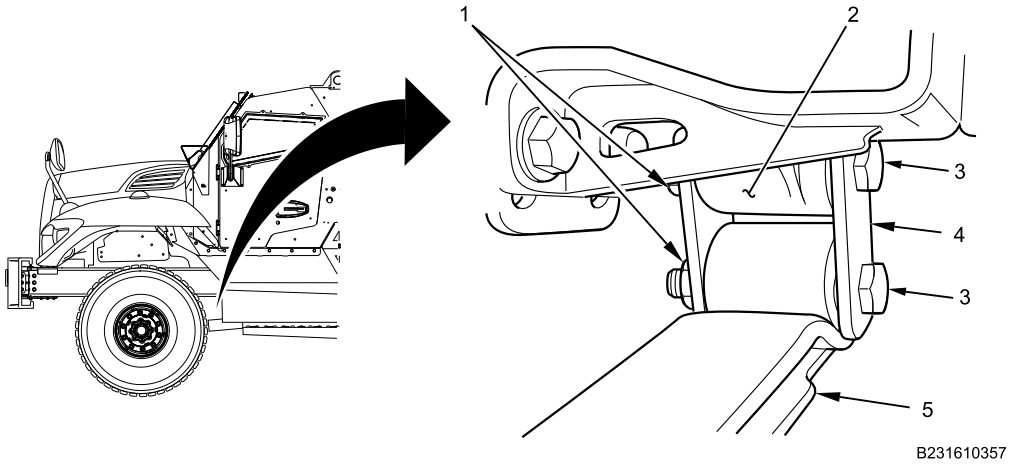

Figure 1. Front Spring Shackle.
1. Loosen front spring rear bracket shackle locknuts (Figure 1, Item 1) and bolts (Figure 1, Item 3).
2. Raise front of vehicle with hydraulic jack to relieve spring tension on shackle bolts (Figure 1, Item 3). Install jackstands on right and left frame rails.
3. Remove two shackle locknuts (Figure 1, Item 1), shackle bolts (Figure 1, Item 3), and two shackle plates (Figure 1, Item 4) from front spring rear bracket (Figure 1, Item 2) and front spring (Figure 1, Item 5). Discard locknuts.